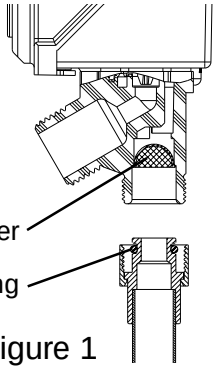

Figure 1
2. No water flow from one hose - (either hot or cold) GREEN LED: **ON** YELLOW LED: **ON** RED LED: **OFF / FAINT BLINK**	**1.** Service strainers on washing machine hoses. **2.** Service strainers on IntelliFlow (see figure 1). **Caution** prior to servicing strainers, first remove power to IntelliFlow by unplugging, then shut off both hot and cold water supply to IntelliFlow.